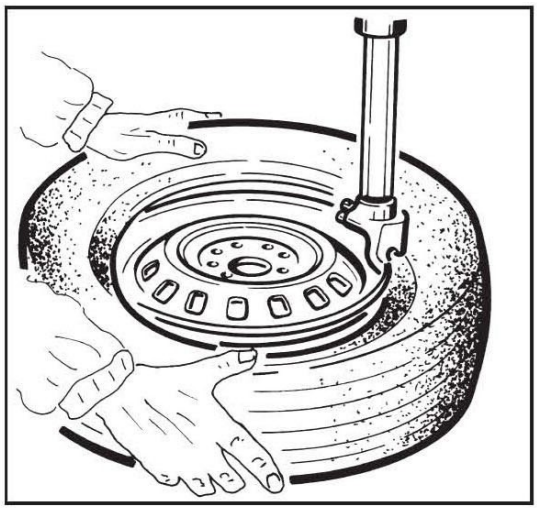

Рис. 12
- При вращении колеса сбегающий край шины удерживайте в ручье обода руками. Продолжайте нажимать педаль (Z), чтобы вращать поворотный стол по часовой стрелке, пока не пройдете всю окружность обода колеса (рис.12).